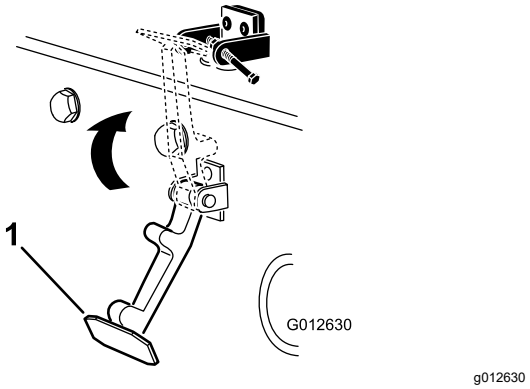

Figur 17
6. Hekt låsen på panserlåsbraketten (Figur 17).